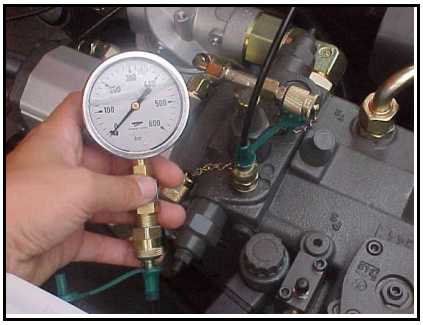

fig. 1
- Conectar un manómetro en las toma Mb (máquina en marcha hacia atrás)(fig 1).
- *Join up a manometer to the intake numbered Mb (machine running back)(fig 1).*
- *Join up a manometer to the intake numbered Ma (machine running front)(fig 1).*